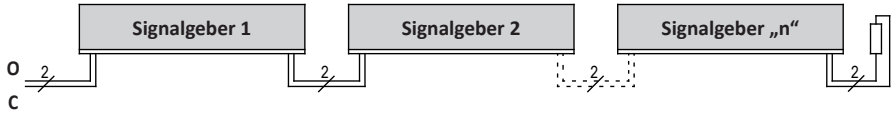

Bild 2: Verschaltung mehrerer Signalgeber, hier am Beispiel Sicherheitskontaktleiste
9.2 Anschluss von mehreren Signalgebern pro Signalgeberkreis (Bild 2)
An dem Signalgebereingang ***O*** bzw. ***C*** können ein oder mehrere Signalgeber angeschlossen werden. Hierfür werden die einzelnen Signalgeber entsprechend Bild 2 in Serie geschaltet.